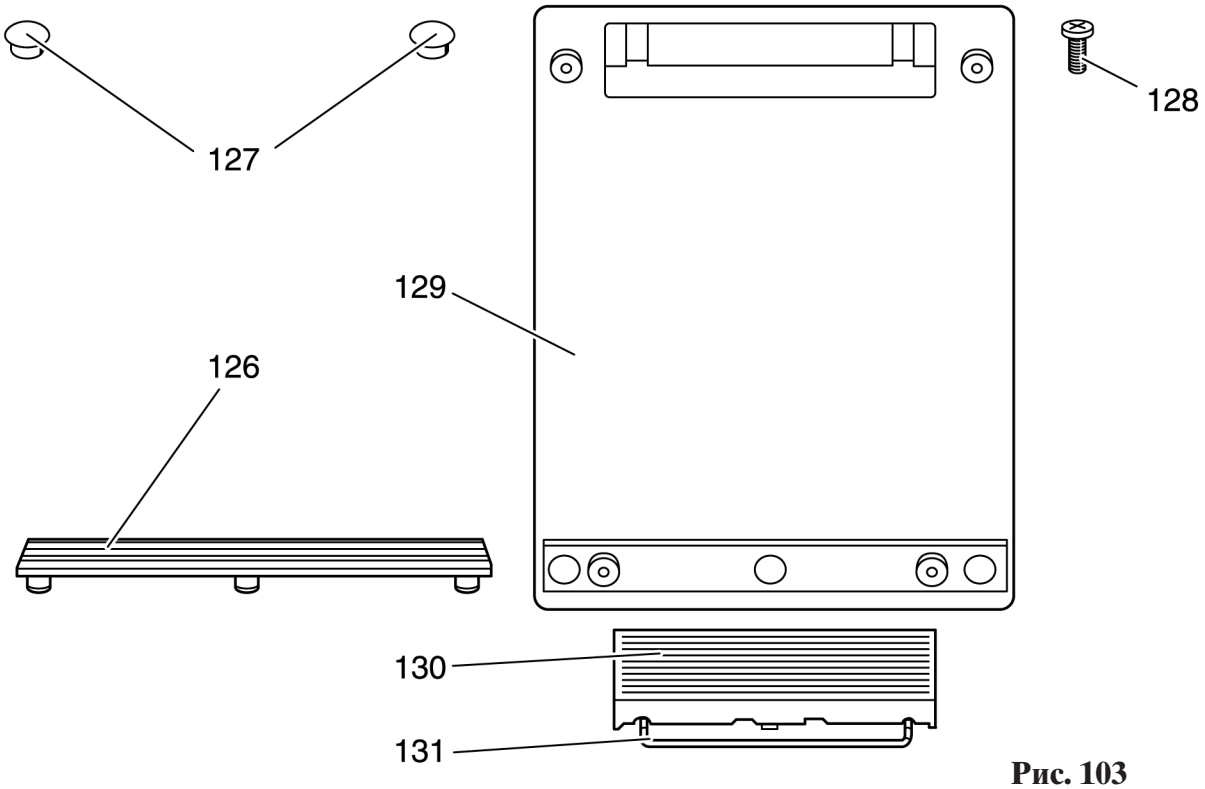

Рис. 103
- Приподнимите резиновую планку 126 и снимите ее вместе с тремя ножками (рис. 103).
- Удерживая педаль 130 в этом положении, насадите крышку корпуса 129 и крепко прижмите к корпусу (рис. 103).